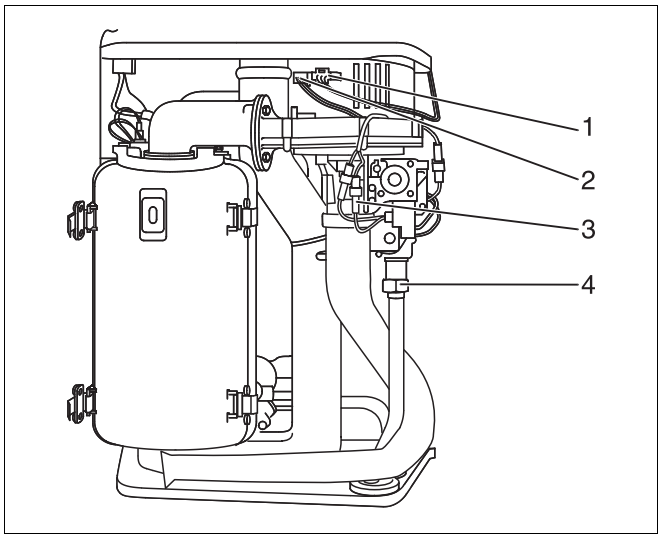

Rys. 44 Odkręcenie nakrętki kołpakowej i odłączenie kabla
- Odłączyć wtyczkę zasilania dmuchawy (rys. 44, **poz. 1**), przewód sterujący UBA na dmuchawie (rys. 44, **poz. 2**) i armaturę gazową (rys. 44, **poz. 3**).
- Odkręcić nakrętkę kołpakową (rys. 44, **poz. 4**) na armaturze gazowej.